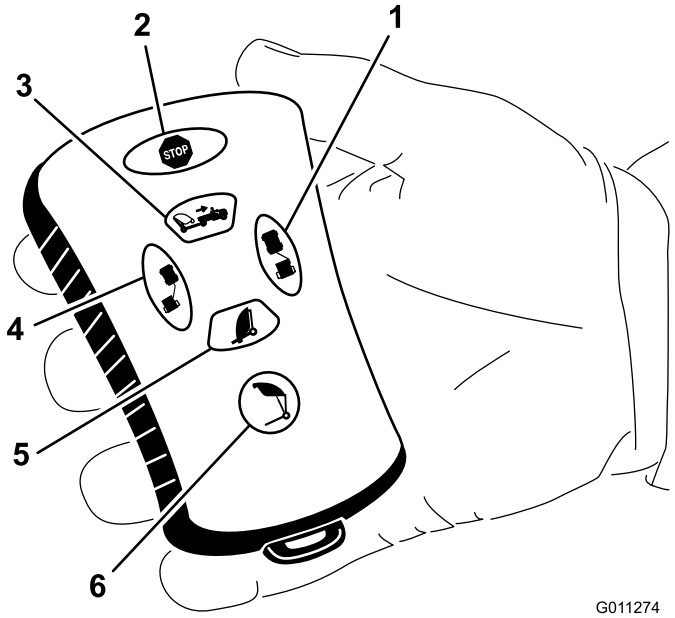

Figuur 16
- Druk op de knop Hopper legen (Figuur 16).
- Druk dan op de knop Excentrische stand links (Figuur 16).
- Druk dan op de knop Excentrische stand rechts (Figuur 16).
- Houdt vervolgens de knop Hopper legen ingedrukt (Figuur 16).
Om de hopper omlaag te brengen drukt u op de knop Pluggenruimer omlaag (Figuur 16). De hopper kan omlaag worden gebracht als deze zich in een van de volgende standen bevindt:
Om de pluggenruimer in de excentrische stand links te zetten, houdt u de knop Excentrische stand links ingedrukt (Figuur 16). Zodra u de knop loslaat, stopt de beweging naar links.
Om de hopper omhoog te brengen, houdt u de knop Pluggenruimer omhoog ingedrukt tot de hopper de gewenste hoogte bereikt of stopt op de vooraf gedefinieerde hoogte (Figuur 16).
Om de pluggenruimer in de excentrische stand rechts te zetten, houdt u de knop Excentrische stand rechts ingedrukt (Figuur 16). Zodra u de knop loslaat, stopt de beweging naar rechts.